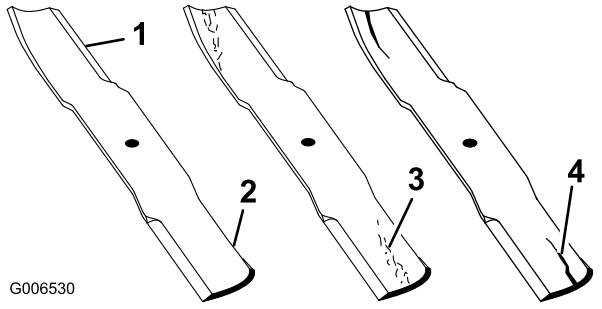

Figura 78
1. Inspeccione los filos de corte (Figura 78). Si los bordes no están afilados o tienen muescas, retire las cuchillas y afílelas. Consulte Afilado de las cuchillas.
2. Inspeccione las cuchillas, especialmente la parte curva. Si observa fisuras, desgaste o la formación de una ranura en esta zona, instale de inmediato una cuchilla nueva (Figura 78).